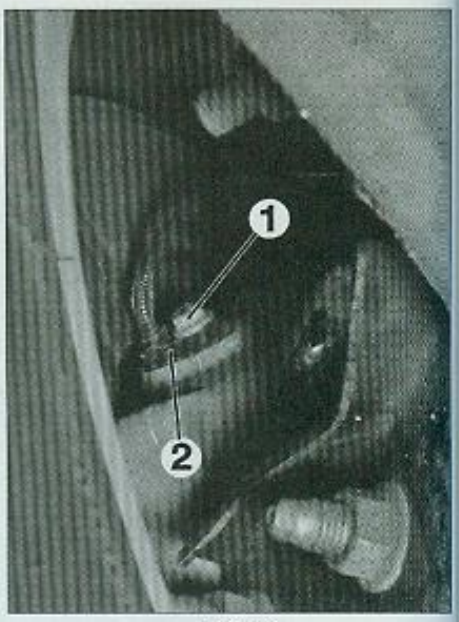

FIG. 23
- Déposer la vis de fixation (1) du capteur de vitesse de roue (2) (**Fig.23**).